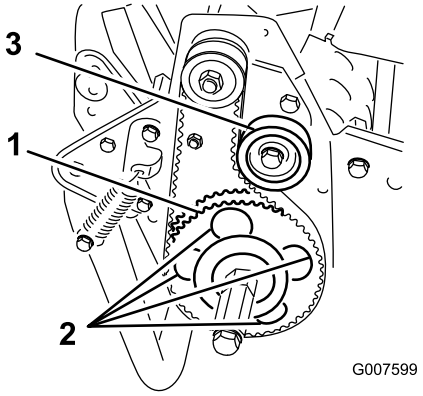

**Figuur 45**
7. Draai de aandrijfpoelie rond totdat de openingen zich recht voor de 4 flensschroeven van het rollager bevinden (Figuur 45).
11. Stel de riemspanning af en draai de bevestigingsschroef van de spanpoelie vast (Figuur 45).